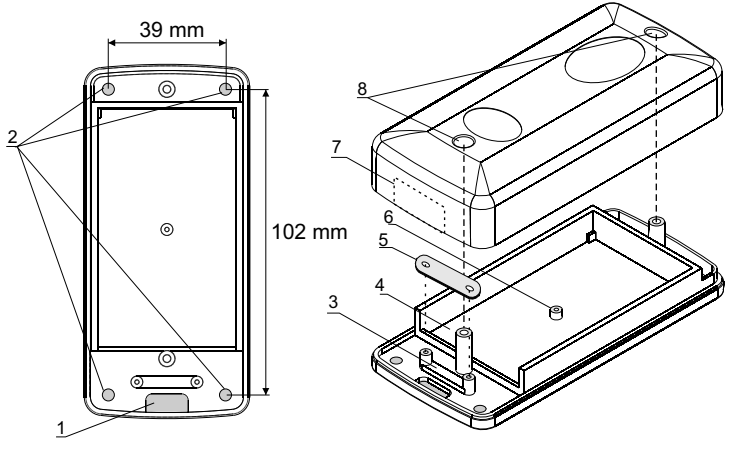

rys.3 Widok obudowy odbiornika RE434SP.
- Otworzyć obudowę odbiornika RE434SP (zdjąć jej górną część - rys. 3). Po otwarciu istnieje bezpośredni dostęp do zacisków zasilania odbiornika, kanałów 1, 2, 3, 4 oraz zacisków anteny;
- Umocować dolną część obudowy w wyznaczonym miejscu, wykorzystując otwory montażowe (rys 3 elementy 2). Obudowę należy montować w taki sposób aby przewody wprowadzane były od dołu. W zależności od rodzaju instalacji (natynkowa lub podtynkowa) należy wyłamać odpowiednie osłabienie w obudowie (rys.3 element 1 lub 7) i poprzez powstały otwór wprowadzić przewody do wnętrza obudowy;
- Przewody wewnątrz obudowy przeprowadzić przez zacisk przytrzymujący (rys.3 elementy 3 i 5), co zabezpieczy przed ich wyrwaniem;